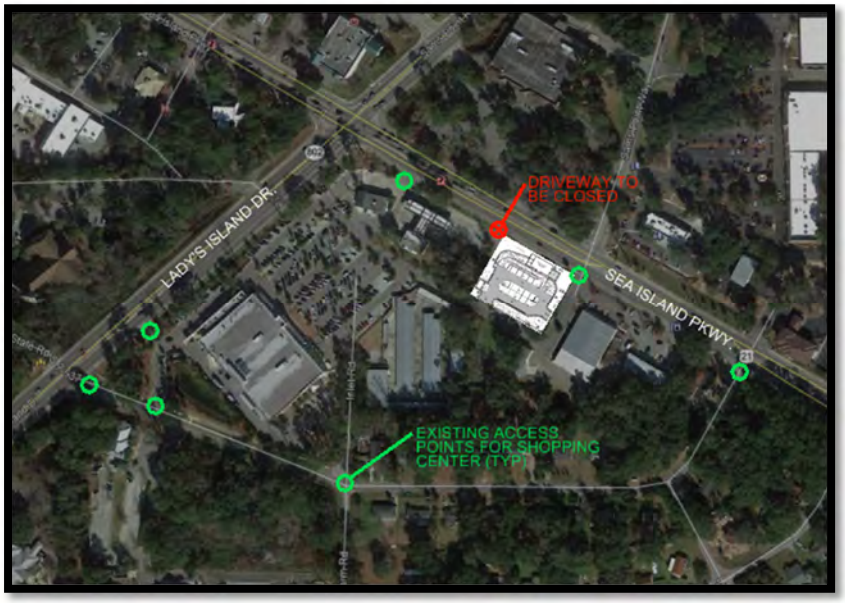

Figure 2
The location of the proposed Wendy's restaurant is provided in Figure 2. The construction of the Wendy's site will require the closure of an existing driveway on Sea Island Parkway (shown in red) and new access points will be provided along the internal roadways within the adjacent Publix shopping center. Traffic traveling to/from Wendy's is expected to utilize the five (5) remaining access points (shown in green) for the adjacent Publix shopping center. Since the proposed site traffic will be distributed among several driveways, impacts to the driveway level-of-service are expected to be negligible.